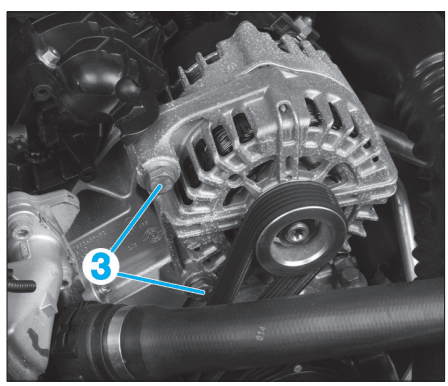

Fig. 2
• Débrancher le connecteur (2).
• Déposer les vis (3) puis extraire l'alternateur vers le haut **(Fig.2)**.